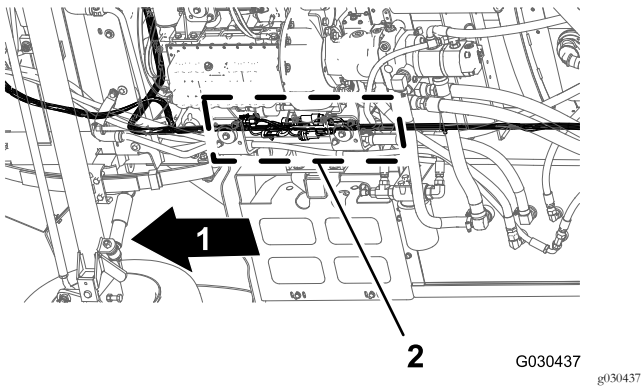

Figura 104
1. Desde debajo de la máquina, en el larguero derecho del bastidor, localice los conectores eléctricos de los arneses de cables delantero y trasero de la máquina (Figura 104).